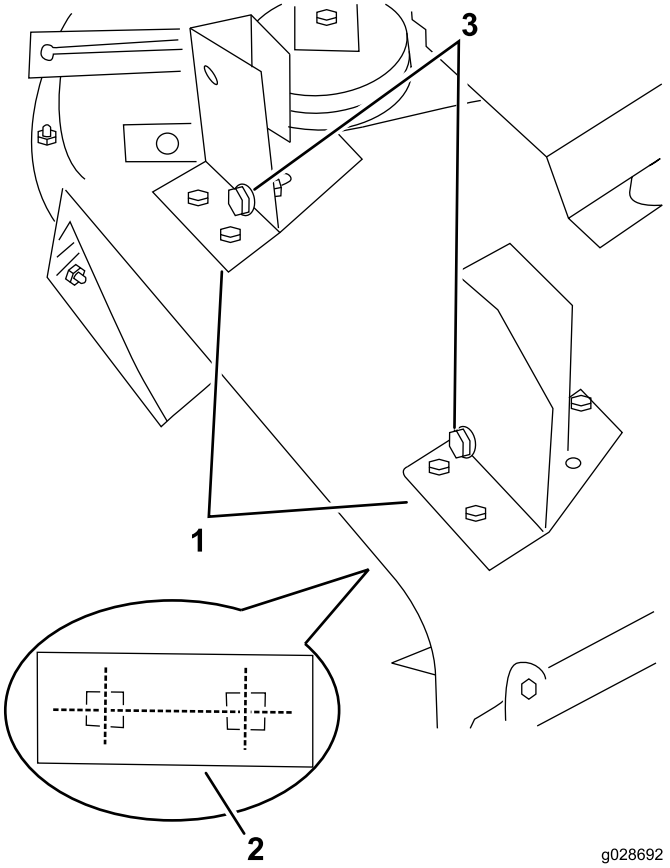

Figure 11
1. Position the blower and mounting brackets on the deck, aligning mounting holes with the holes previously used for mounting the grass deflector (Figure 11).
2. Making sure that no air gap exists between the blower and the cutting deck, secure each bracket to the deck with a bracket plate (Figure 11), 2 carriage bolts (5/16–18 x 3/4 inch) and 2 locknuts.
9. Slide the blower onto the mounting bracket alignment bolts (Figure 11) while routing the belt around blower pulley.